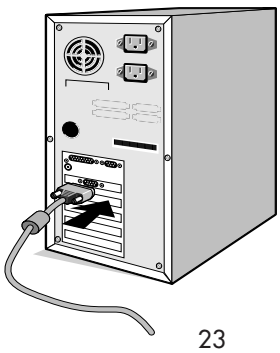

Figure A.1
2. Branchez le mini-connecteur D-SUB à 15 broches du câble vidèo appropriè dans le connecteur de la carte vidèo de votre ordinateur **(Figure A.1)** Serrez toutes les vis.